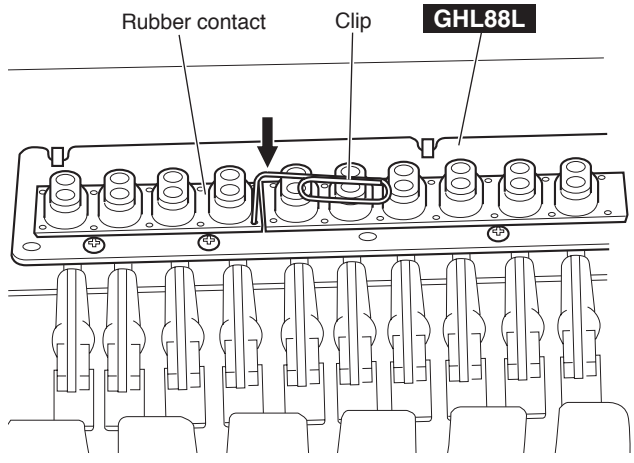

Fig. 22
***To prevent looseness of the rubber contact, fit it securely in place using a clip or similar object. (Fig. 22)***